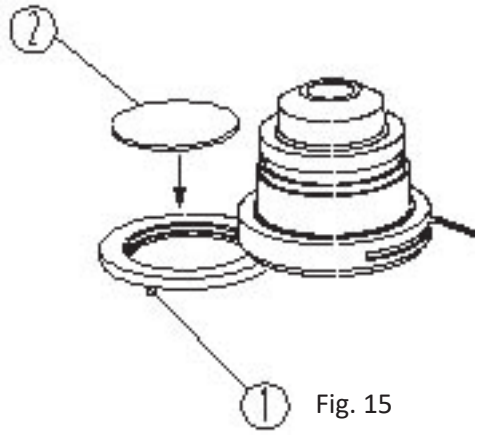

Fig. 15
Destornille el porta filtro ① que está en la parte inferior del condensador, coloque el filtro en su base ② y vuelva a girar a su posición original (fig. 15)